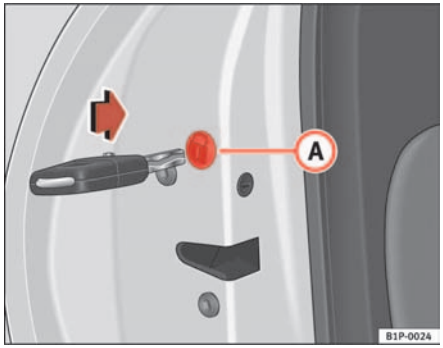

Fig. 59 Locking the doors manually
Open the door and remove the cap (A) ⇒ fig. 59 printed with a lock image. This will expose a circular element with a groove in the centre. Insert the key into the groove and rotate the element clockwise for the right hand side doors and anti-clockwise for the left hand side doors.